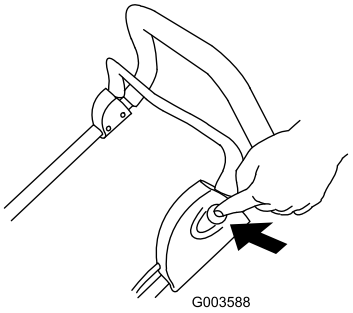

Figuur 15
3. Druk op de knop op de linkerkant van de handgreep en houd deze ingedrukt (Figuur 15).